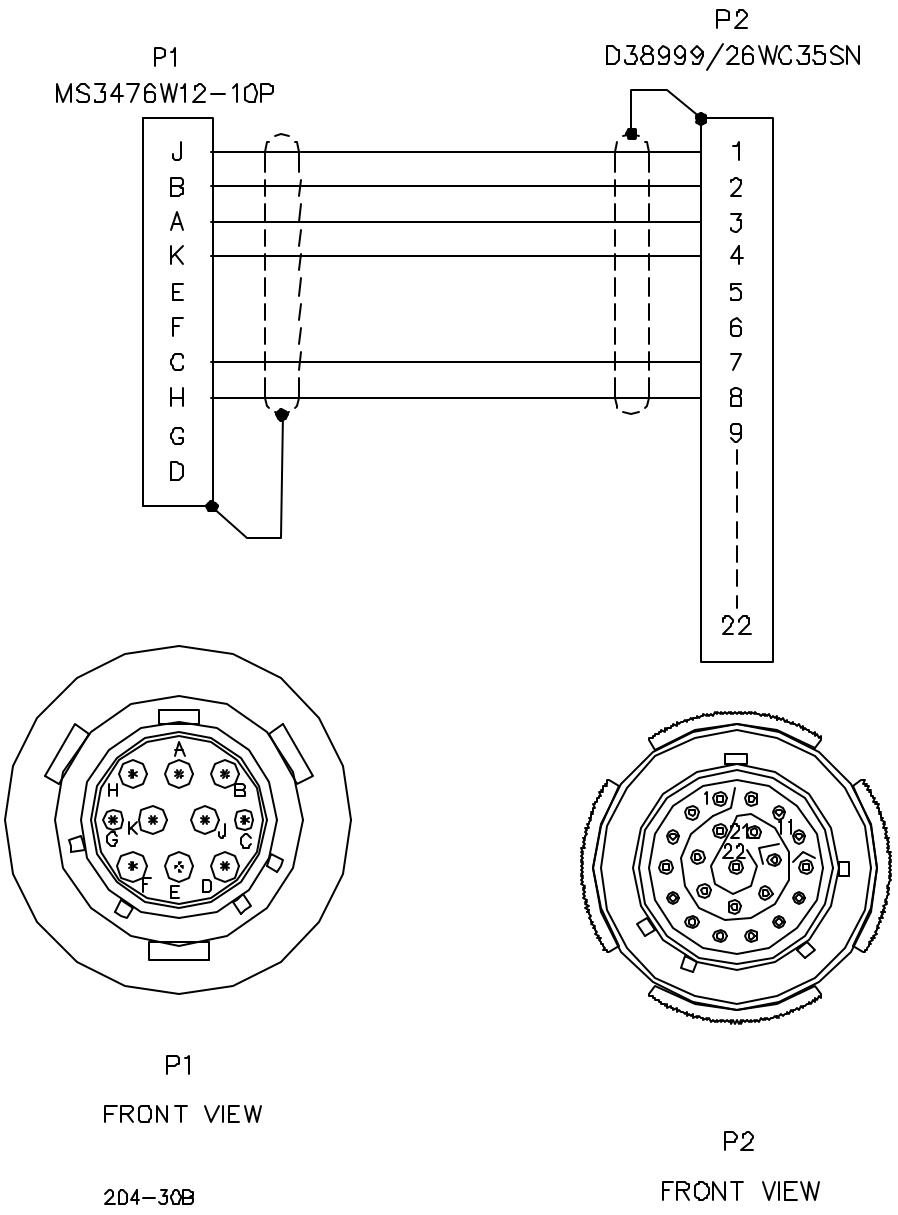

Figure H-15. MCA-MVS Cable, Wiring Diagram and Pin Location
d. Remove boot off back shell (3) and cable (5).
e. Using connector pliers (soft jaw), loosen back shell (3) from connector (2).
h. Remove connector (2) from cable (5).
i. Move back shell (3) away from end of cable.
m. Slide new boot (4) on cable (5).
n. Using insertion tool, insert pins into connector IAW Figure H-15.
q. Apply primer to threads of connector body (2) and back shell (3).
r. Apply sealing compound to threads of connector body (2) and back shell (3).
s. Shield should be fold over the back shell (3), for electrical connection.
t. Screw back shell (3) to connector (2) and torque to 5N/m.
u. Apply adhesive S1184 to inside of boot (4), for bonding to cable shield and back shell (3).
v. Apply adhesive S1125 outside boot (4), for bonding to cable jacket and back shell (3).
w. Place boot (4) on back shell (3)
x. Using heat gun, apply heat uniformly to boot (4), until boot shrinks to form secure seal around back shell and cable.